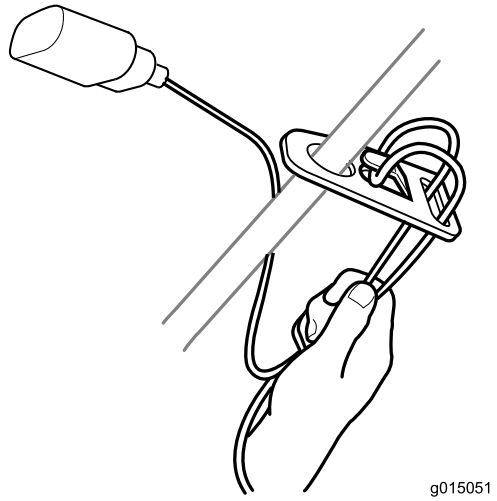

**Bild 7**
1. Machen Sie im Verlängerungskabel eine Schleife und befestigen Sie sie in der Kabelarretierung (Bild 7).